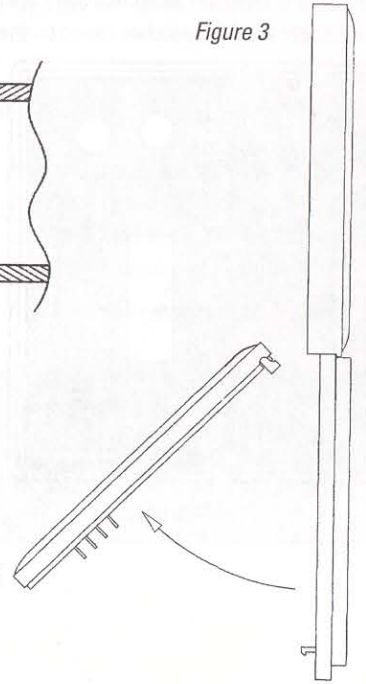

Figure 3
e) After the latch releases, grip the thermostat panel at the bottom corners and swing it up and away from the base to completely separate *(see Figure 3)*.